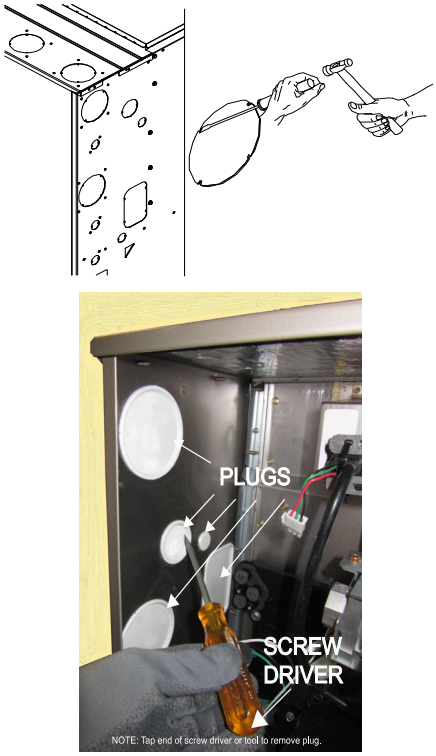

Fig. 15 – Knockout or Plug Removal
1. Remove the 7/8-in. knockout or plug from the right side of the casing. See Fig. 15 for suggested knockout or plug removal technique.
5. Remove the inducer housing screws, disconnect harnesses, and set inducer housing aside. See Fig. 15 for suggested knockout or plug removal technique.
7. Remove 7/8-in. knockout or plug from the left side of the casing. See Fig. 15 for suggested knockout or plug removal technique.